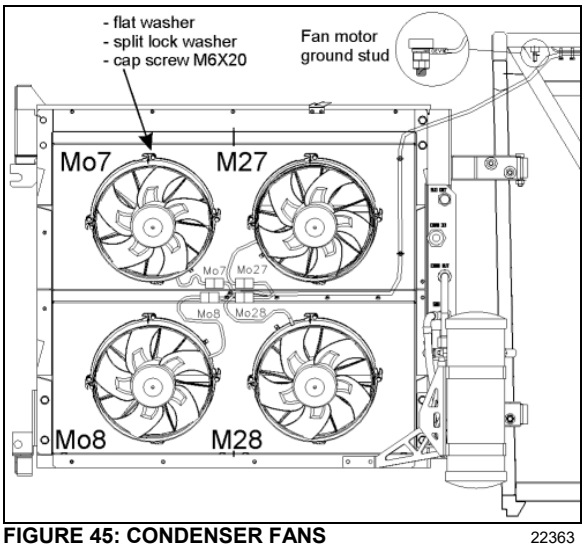

FIGURE 45: CONDENSER FANS 22363
2. Unplug the fan harness connector (Figure 45).